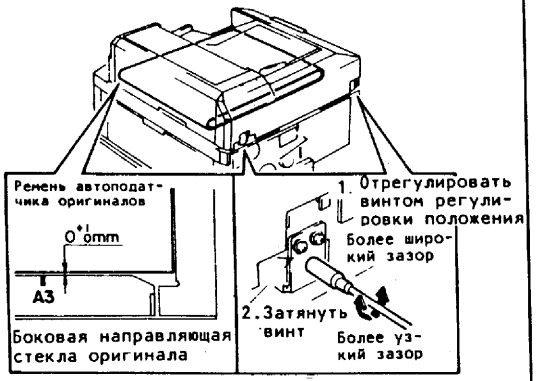

Рис.11. Регулировка положения автоподатчика оригиналов
(19) Снять клейкую ленту (3 места) и подкладку.
(20) Снять переднюю крышку автоподатчика оригиналов.
(21) С помощью регулировочного винта установить зазор не более 1 мм между ремнем автоподатчика и боковой направляющей стекла оригинала (рис.11).